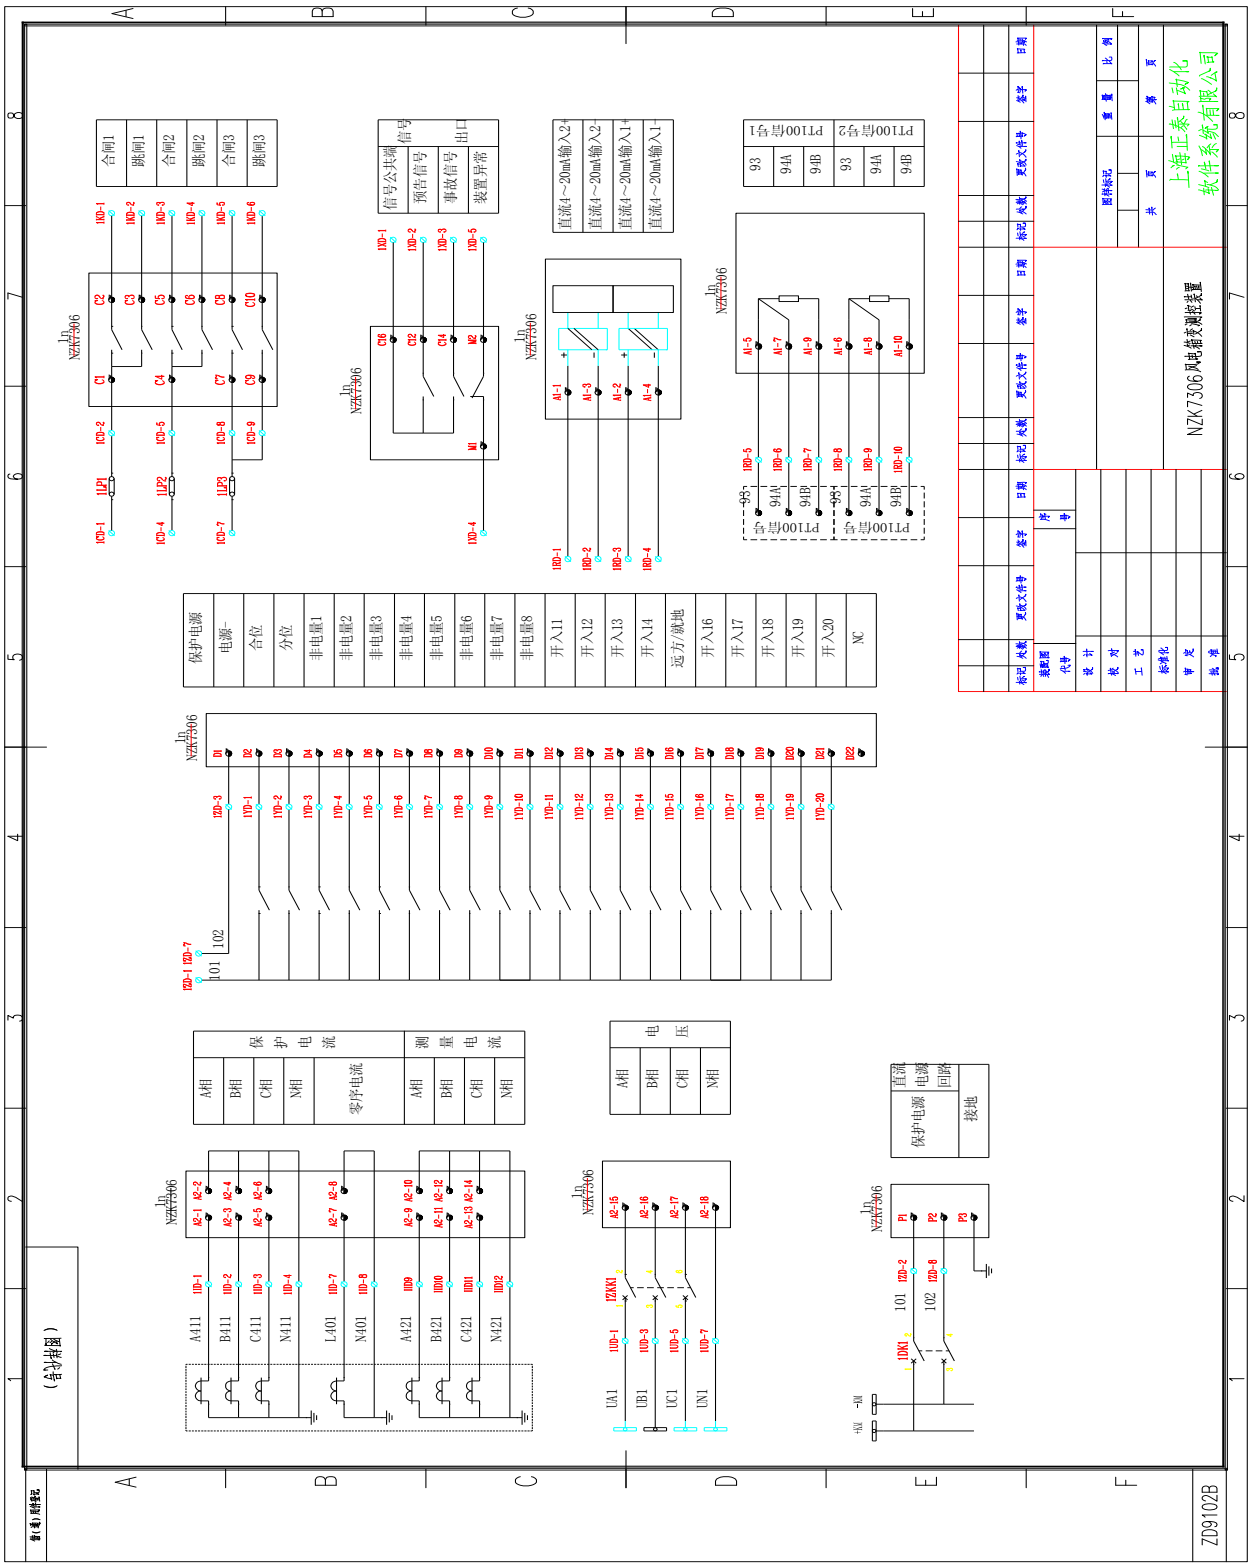

图 7 NZK7306 装置原理接线
a) NZK7306 装置接线原理图见图 7。
a） 本装置设零序过压保护，可以单独投退，可设置告警或跳闸，保护逻辑框图，如图 7 所示：